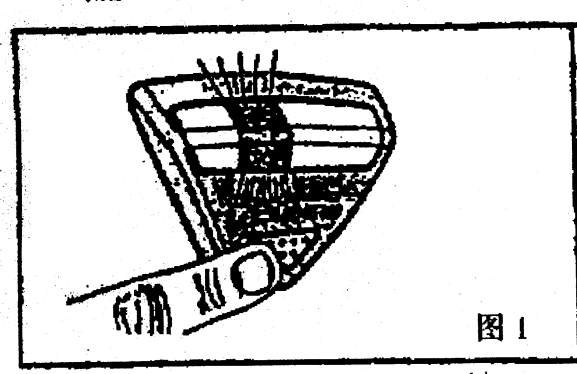

图 1
1. 点火开关 KEY - ON，按下遥控接收器功能键直到 LED 灯第Ⅱ段亮。如图 1。